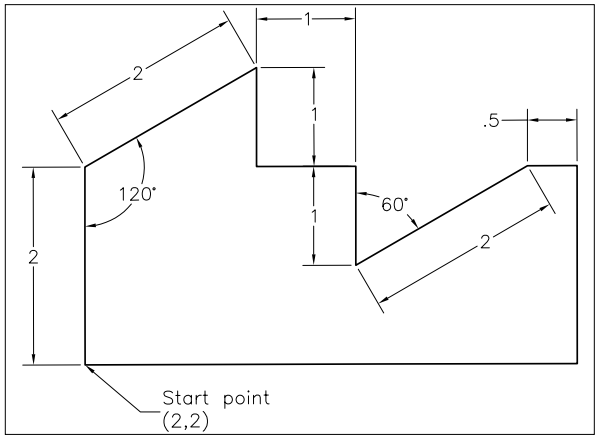

Figure 2-50 *Drawing for Example 5*
In this example, you will set the units and draw the profile with specifications shown in Figure 2-50.
6. With the units set, you need to draw Figure 2-50 using the relative polar coordinates. Turn off the dynamic input. The prompt sequence to complete the sketch is as follows: